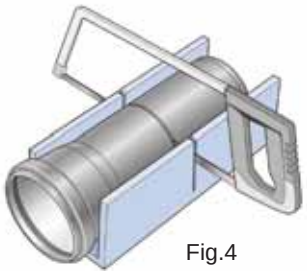

Fig.4
Se si usano spezzoni di tubo eseguire un taglio in modo preciso e perpendicolare (Fig.4).
5) Coesprene® pipes and fittings have perfectly bevelled ends to facilitate insertion. If using pipe sections, make a clear and perpendicular cut (Fig.4).